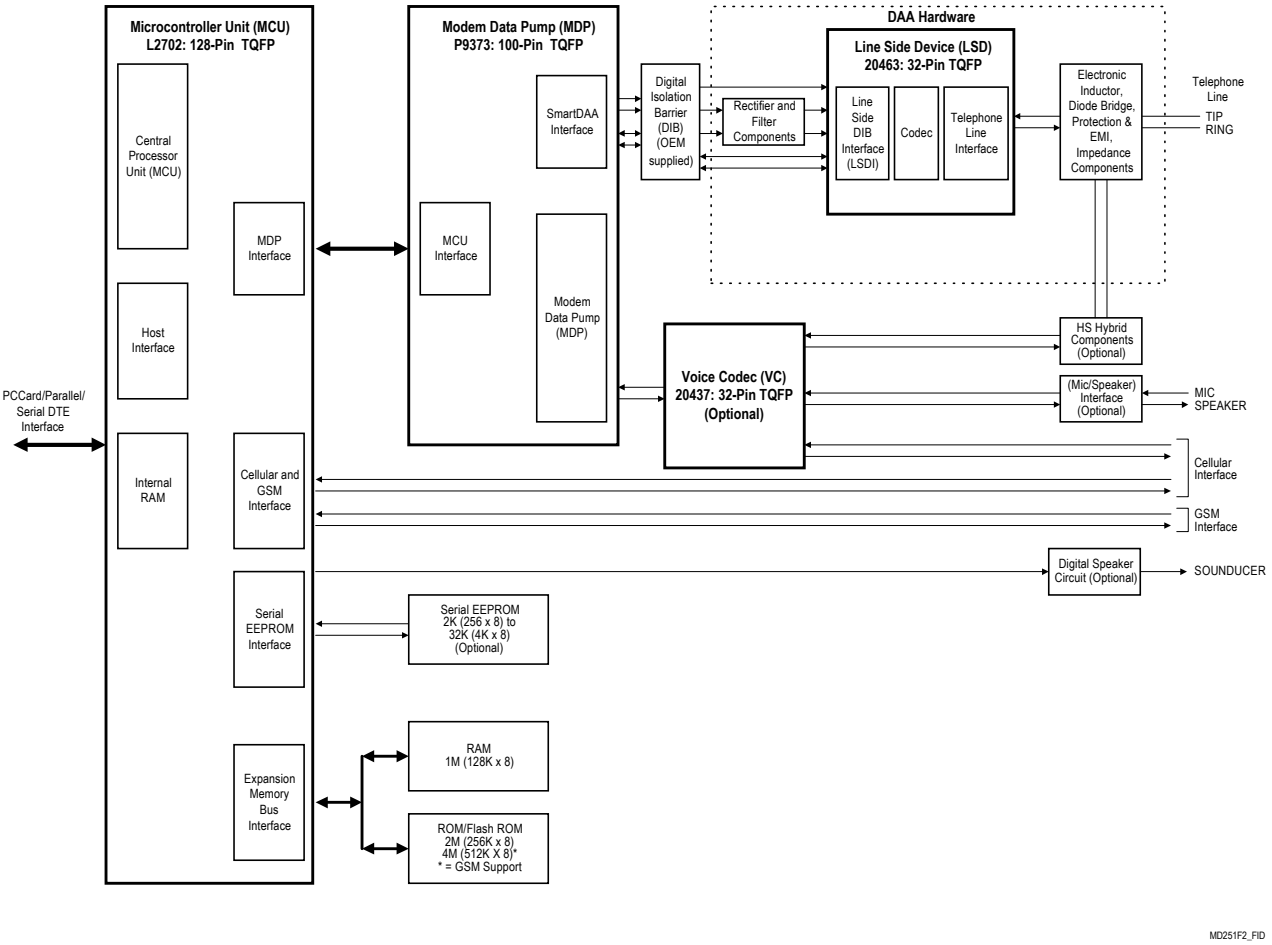

Figure 1. SmartACFL Modem Major Interfaces
The SmartACFL device set consists of a Microcontroller (MCU or MCUP) in a 128-pin TQFP, a Modem Data Pump (MDP) in a 100-pin TQFP, and a Line Side Device (LSD) (SmartDAA device) in a 32-pin TQFP. The optional Voice Codec (VC), in a 32-pin TQFP, supports voice/full-duplex speakerphone (FDSP) operation with interfaces to a microphone and speaker and to a telephone handset/headset. Figure 1 identifies the major hardware signal interfaces. The MCUP supports two peripheral channels, one channel for the modem and a second channel for an optional user-defined function (Function 2).